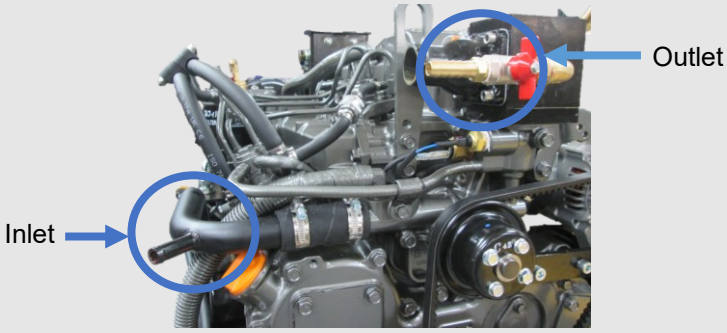

Figure 17: Calorifier Connections
- The connections for the calorifier are shown on (**Figure 17**)